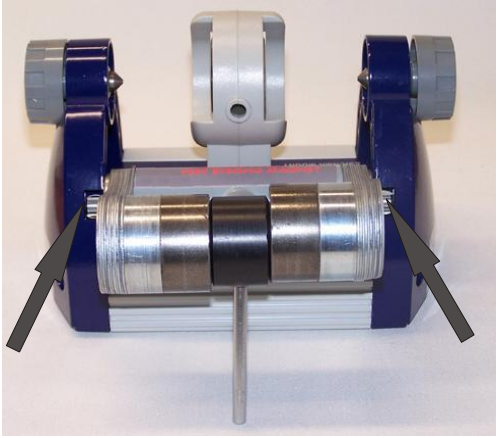

Fig. 2 Permanentmagnet eingesetzt in Basiseinheit
- Metallstab in das Joch der Magneteinheit eindrehen. Magneteinheit in der Klemmhalterung an der Basiseinheit, wie in Fig. 2 abgebildet, platzieren.